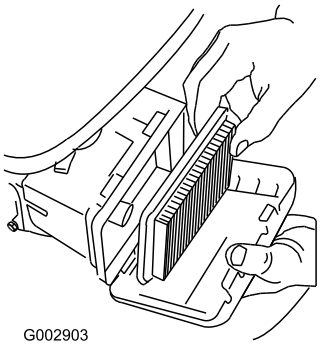

Figura 21
3. Rimuovete il filtro (Figura 21).